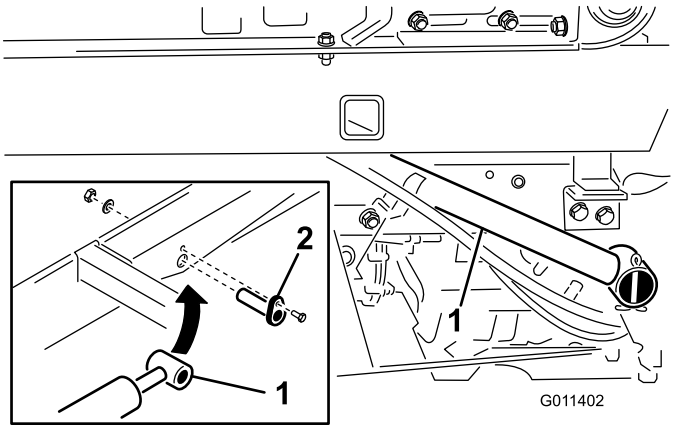

Figuur 11
1. Bevestig de stanguiteinden van de hefcilinders onderaan de TopDresser met een cilinderpen (Figuur 11).
2. Bevestig de cilinderpennen onderaan de TopDresser met een 1/4 x 3/4 inch tapbout, platte ring en moer (Figuur 11).